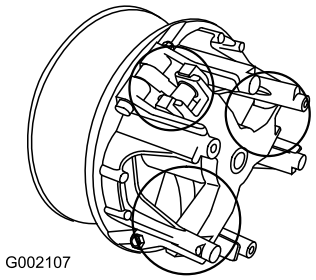

**Figur 41**
5. Smörj de rörliga delarna i de områden som är inringade i Figur 41 med torrt sprayfett från Toro. Detta finns att köpa från din auktoriserade Toro-återförsäljare eller distributör.